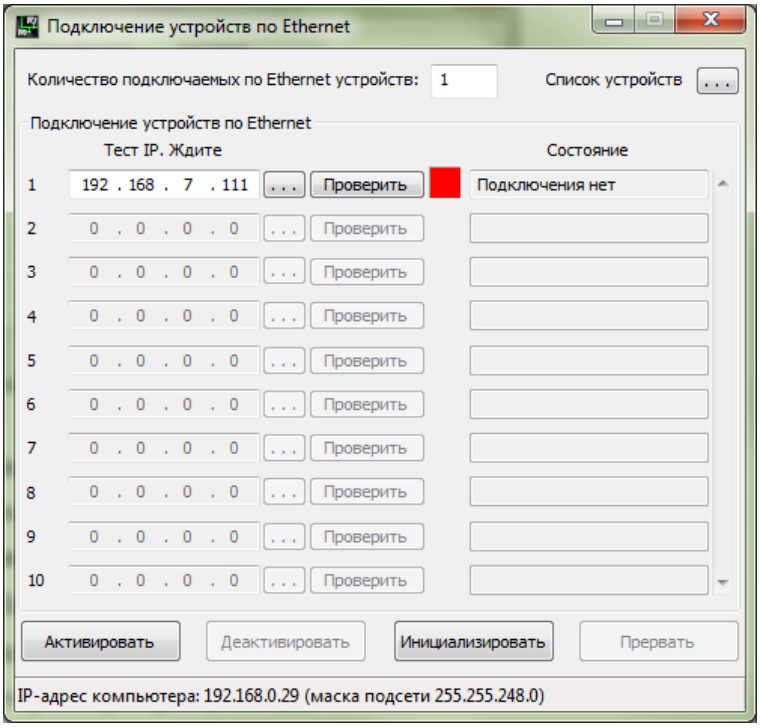

Рис. 2.5 Программа «Подключение устройств по Ethernet»
7. Из списка доступных устройств следует выделить необходимое устройство и нажать кнопку «Выбрать». В результате в соответствующем поле программы «Подключение устройств по Ethernet» отобразится IP-адрес данного регистратора и состояние его подключения (*Рис. 2.5*).